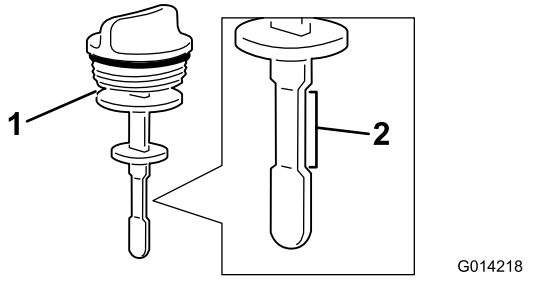

Figura 108
4. Retire a vareta do tubo de enchimento e verifique o nível de fluido (Figura 108).